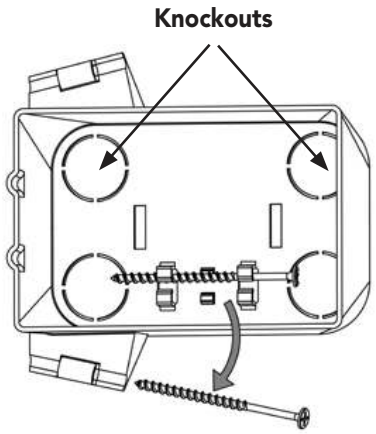

Figure 7
1. Remove the two screws from the interior clips of the junction box, and hand-screw them into the wings of the junction box **(Figure 7)**.
2. Remove one of the four knockouts from the junction box **(Figure 7)**. the resulting hole will allow routing of the 30-foot LED power cable.